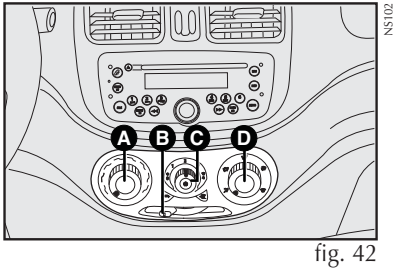

fig. 42
COMANDOS - fig. 42
1) Seletor para a temperatura do ar **A-fig. 42** totalmente posicionado à esquerda.
2) Seletor do ventilador **C-fig. 42** posicionado na velocidade máxima.
3) Seletor de distribuição do ar **D-fig. 42** apontado para ⇄; controlar para que todas as saídas de ar estejam totalmente abertas.
4) Ligar o ar-condicionado apertando o seletor **C-fig. 42**.
O ar-condicionado é muito útil para acelerar o desembaçamento, pois desumidifica o ar. É suficiente regular os comandos para a função de desembaçamento e ativar o condicionador, apertando o seletor **C-fig. 42**.
1) Condicionador de ar ligado: seletor **C-fig. 42**.